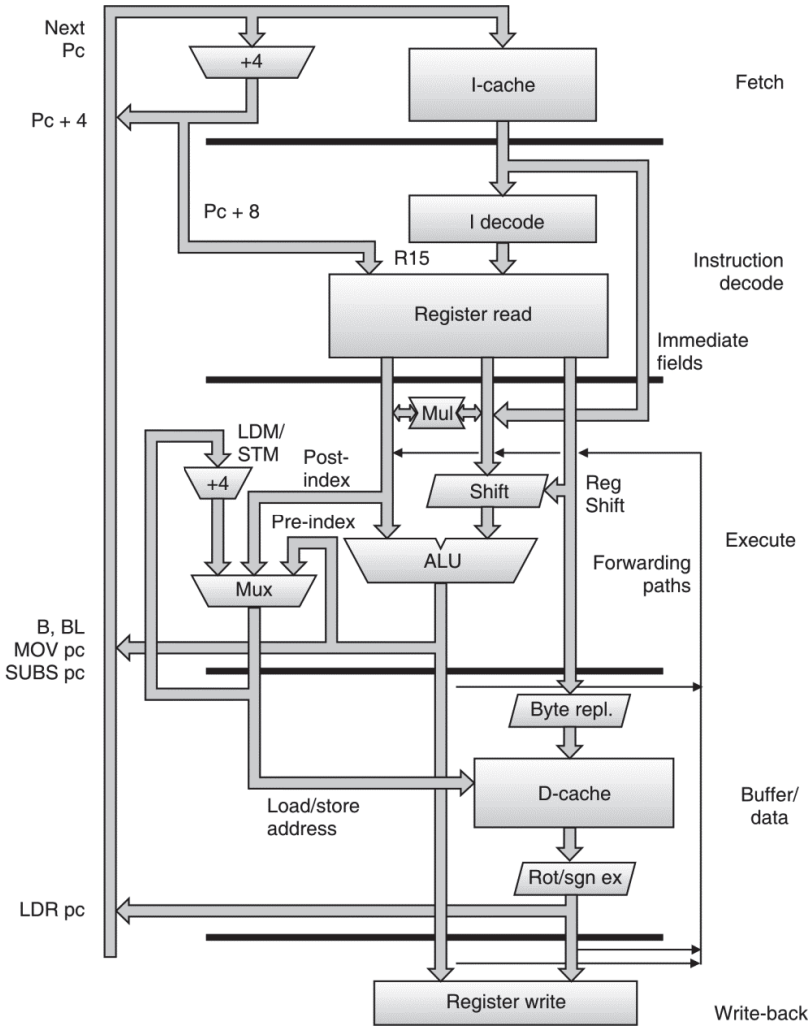

Fig. 2.8.5 : Organization of 5-stage pipeline in ARM
- Fig 2.8.5 shows the organization of the 5-stage pipeline organization in ARM9TDMI. In this case the fetching, decoding and execution are done in the same manner as in the 3-stage pipeline, by the respective blocks as seen in the Fig 2.8.5